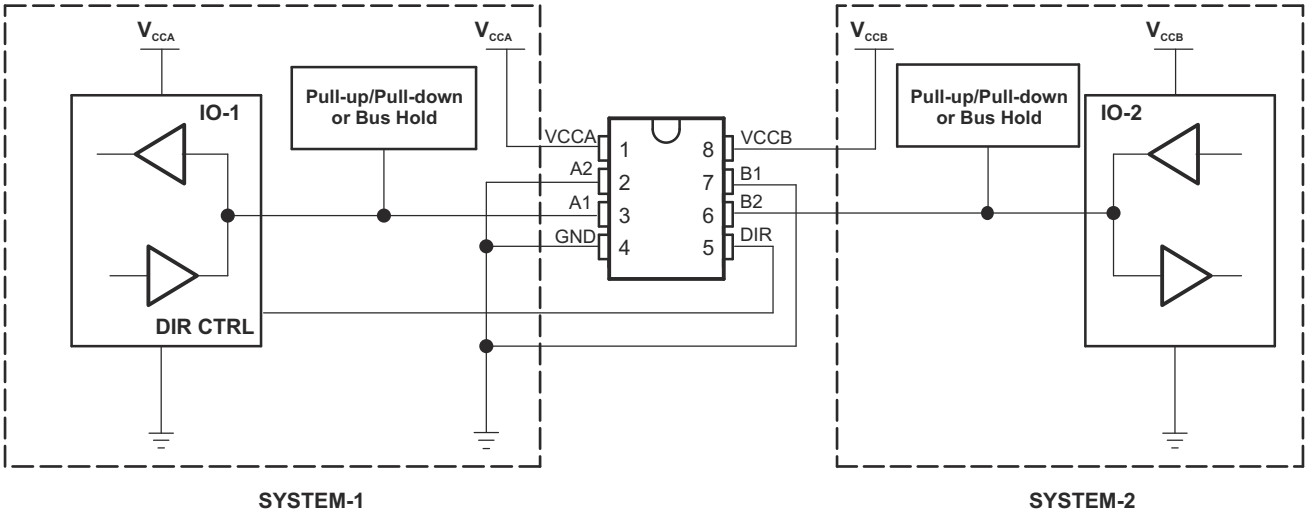

**图 8-3. Bidirectional Logic Level-Shifting Application**
图 8-3 shows the SN74AVCH2T45 used in a bidirectional logic level-shifting application. Because the SN74AVCH2T45 does not have an output-enable (OE) pin, system designers should take precautions to avoid bus contention between SYSTEM-1 and SYSTEM-2 when changing directions.